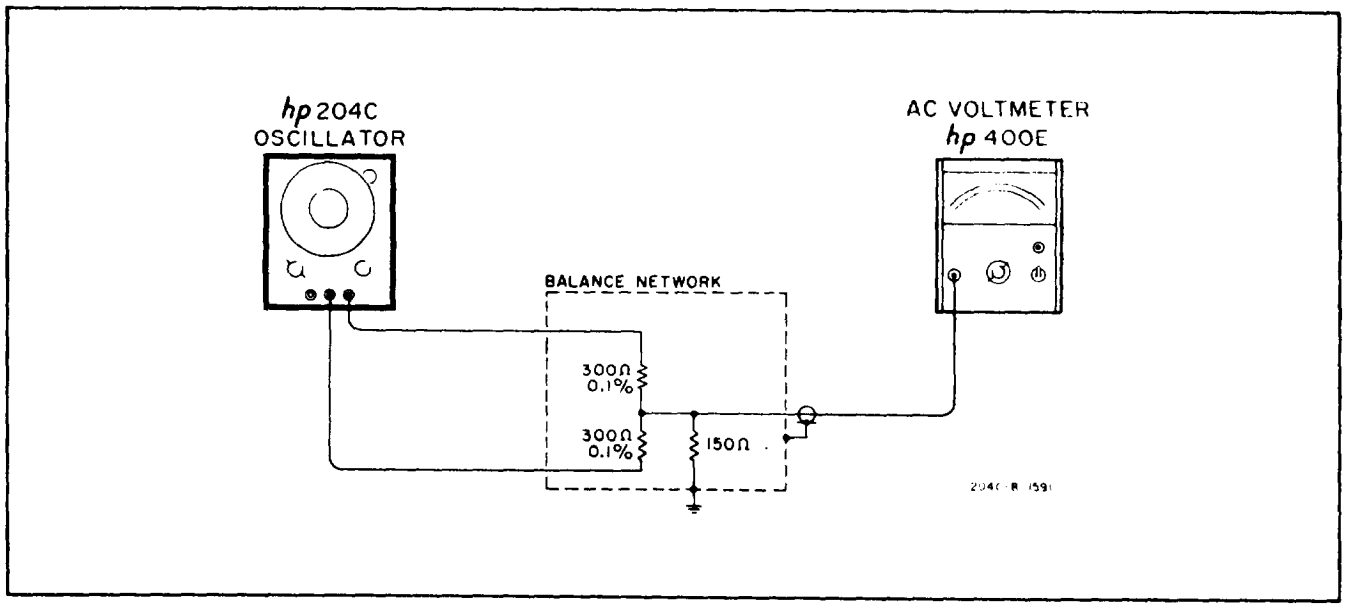

Figure 5-5. Balance Check
d. Remove the 600 ohm load and connect the equipment as shown in Figure 5-5.